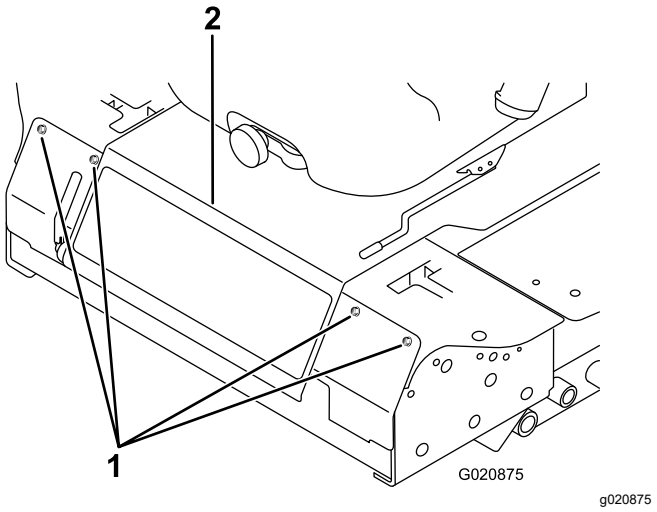

Figuur 44
2. Draai de bouten los waarmee het voorpaneel vastzit, en verwijder het paneel (Figuur 44).